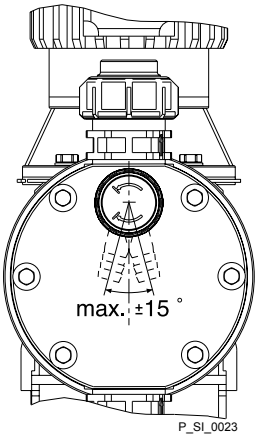

Рис. 16: Допустимое положение перепускного клапана
– Перепускной трубопровод должен быть проложен с уклоном, а шланговый наконечник должен быть направлен вниз - см. Рис. 16.